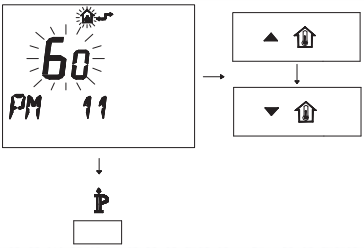

Fig. 7.30
- To modify the programmed SET, act on buttons ▲ or ▼ and wait for the programmed number to flash (Fig. 7.30). Each step increased or decreased corresponds to 1 second.